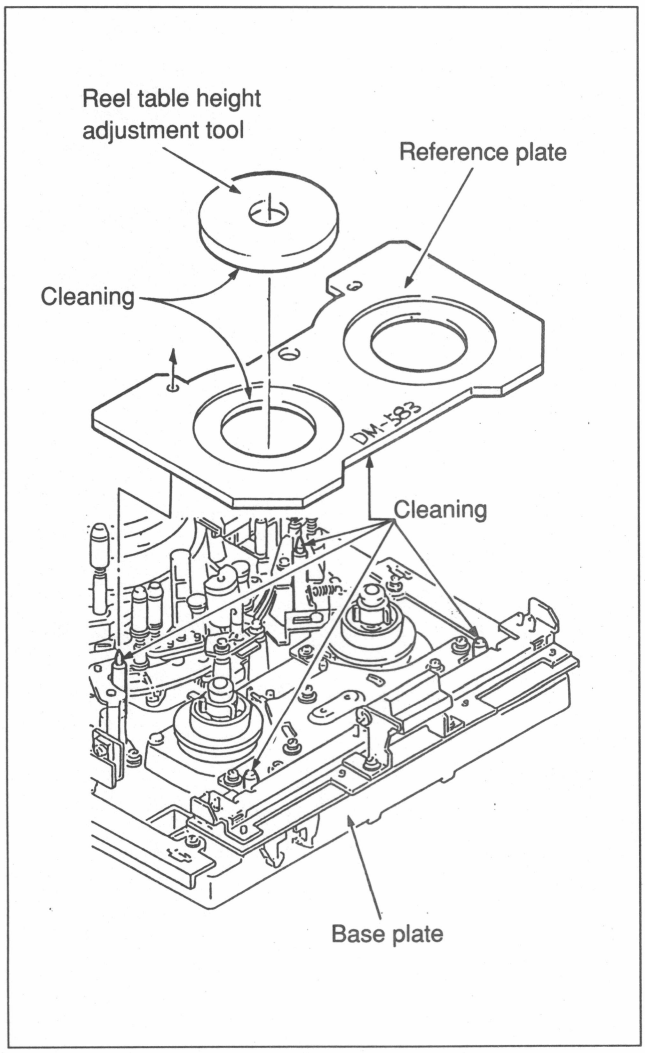

Fig. 7-9-2 Adjustment Tool Installation
4. Adjustment Tool Cleaning (Refer to Fig. 7-9-2.)
(2) Mount the reference plate on the base plate in the position shown in Fig. 7-9-2.